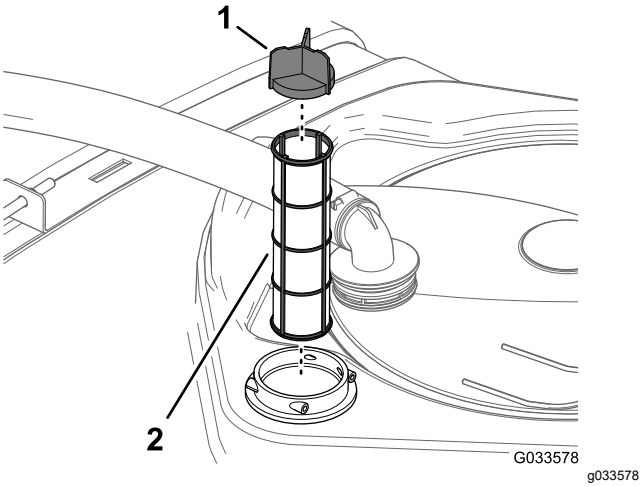

Figura 30
4. Retire el filtro de aspiración del alojamiento del filtro del depósito (Figura 30).